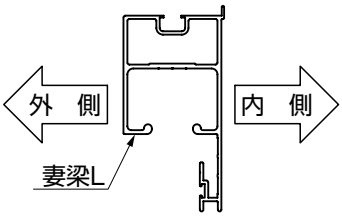
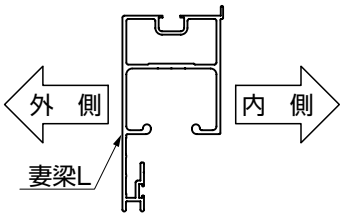

図3-1外収納
図3-2内収納
- 妻梁には外収納と内収納があります。(図3-1、図3-2参照)